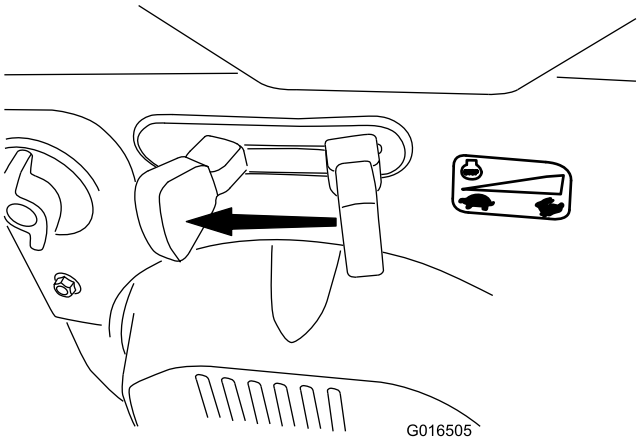

**Figur 30**
1. För gasreglaget till det LÅNGSAMMA läget och sedan till STOPP-läget (Figur 30) för att stänga av motorn. Motorn kan också stoppas genom att dra tändningsnyckeln utåt till mellanläget.